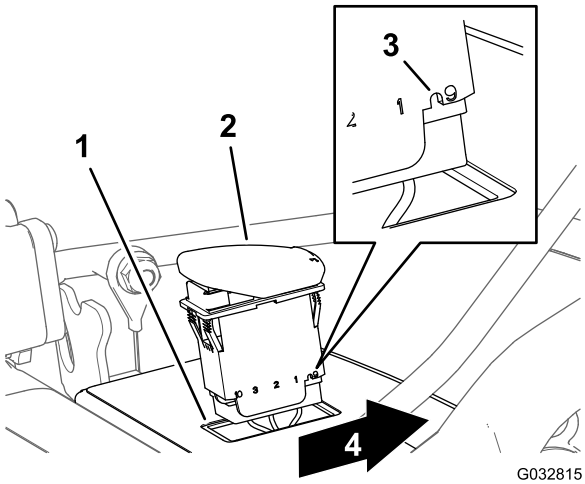

図 18
4. 出来た穴に スイッチをはめ込むスイッチのボディについているノッチがコントロールパネルの前方にくるようにセットする図 18。
5. コントロールパネルの穴にスイッチを入れ、パチンとはまるまで完全に押し込む図 18。